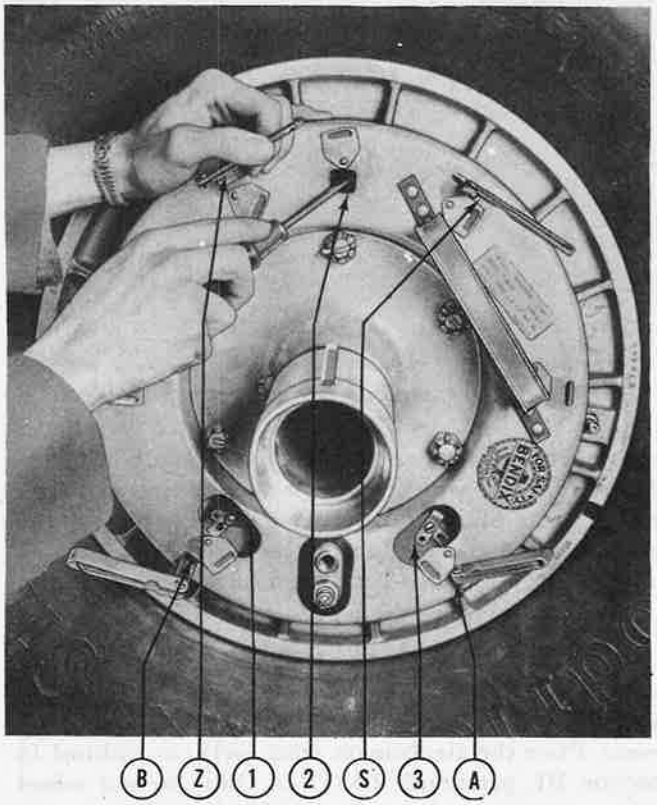

Figure 179—Adjusting Brake Shoes
(1) Install four thickness gages as shown in figure 179. Rotate the star wheel adjustment screw to spread the brake shoes until minimum clearance of .010 inch is obtained at the thickness gage slots "S" and "Z" (figure 179).
(2) Rotate the drum about the brake. If the brake drags, back off the star wheel adjustment screw until the drag is just eliminated.
(3) Check the clearance at thickness gage slots "Z" and "S" (figure 179). If the clearance at the slots is less than .005 inch, a major adjustment is necessary.
b. MAJOR ADJUSTMENT.—To perform a major brake adjustment, support the airplane on wing jacks as instructed in section III, paragraph 2.*b*.(1)*(a)*, so that the wheel can rotate freely. Since the duo-servo brake has a full floating shoe ring, the shoe ring may shift as a result of handling while adjustments are being made, causing variation in initial clearances. This is especially true when setting clearances at "Z" and "S" (figure 179). When checking the adjustment of the brake, it is necessary that four thickness gages be used (figure 179) at each of the slots. The entrance of only
one gage at either of the slots "Z" and "S" will shift the shoe ring from side to side with the result that clearances are not made accurately. For proper functioning of the brake, the clearance at all four thickness gage slots (figure 179) must be equal. Observe the following procedure:
(2) Set tentative equal clearances of .015 inch at "S" and "Z" (figure 179) by adjustment of the major adjusting screws on each brake shoe.
(3) Rotate the star wheel to obtain the same clearance at "A" and "B" (figure 179) as was obtained at "S" and "Z." If this cannot be done, it is necessary to readjust the clearances at "S" and "Z."
(4) The final clearances obtained at "A" and "B" and "Z" and "S" (figure 179) must be equal and between .010 and .027 inch.
(5) Rotate the drum about the brake. If slight drag is obtained, back off the star wheel adjustment screw until drag is just eliminated.